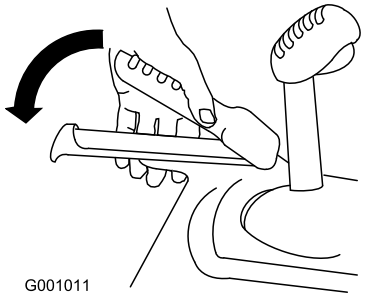

Figur 20
3. Pressa ned det vänstra reglaget (drivningsreglaget) till handtaget (Figur 20).
6. Pressa ned det vänstra reglaget (drivningsreglaget) till handtaget (Figur 20).